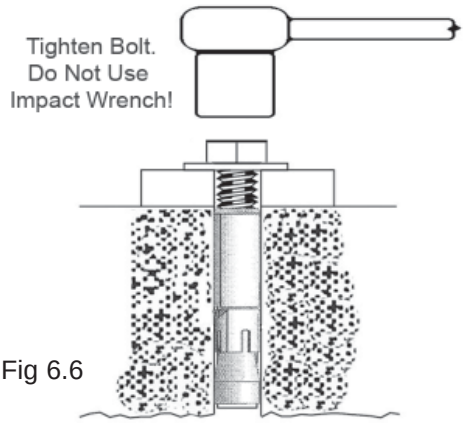

Fig 6.6
9. Install a 5/8" x 2" Hex Bolt and Flat Washer then tighten the Column firmly to the floor until the Power Drop Anchor sets flush with the concrete surface. **DO NOT use an impact wrench for this procedure.** (See Fig. 6.6)